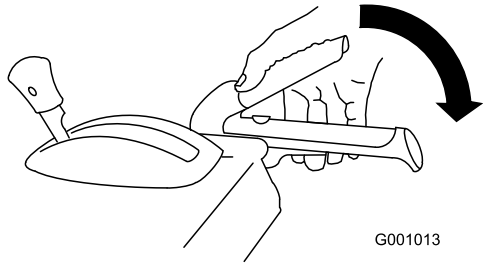

**Figura28**
2. Cuplaţi maneta angrenajului melcat/rotorului şi ţineţi-o în poziţia respectivă (Figura28).